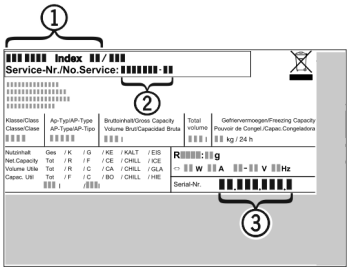

*Fig. 8*
▶ Прочетете от идентификационната табелка описанието на уреда *Fig. 8 (1)*, сервизния № *Fig. 8 (2)* и серийния № *Fig. 8 (3)*. Идентификационната табелка се намира на лявата вътрешна стена на уреда.
▶ Обадете се на сервизната служба и посочете неизправността, описанието на уреда *Fig. 8 (1)*, сервизния № *Fig. 8 (2)* исерийния № *Fig. 8 (3)*.